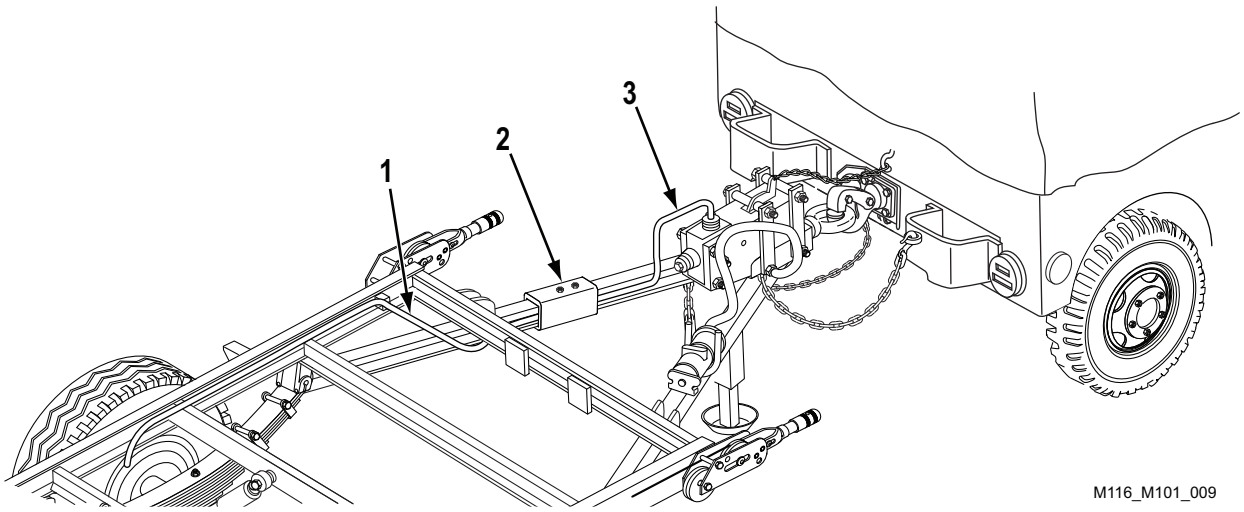

Figure 3. Electrical System.
1. Trailers are equipped with a chassis wiring harness (Figure 3, Item 1) that terminates at a covered junction box (Figure 3, Item 2) on the roadside drawbar. The intervehicular cable (Figure 3, Item 3) is fixed to the trailer.